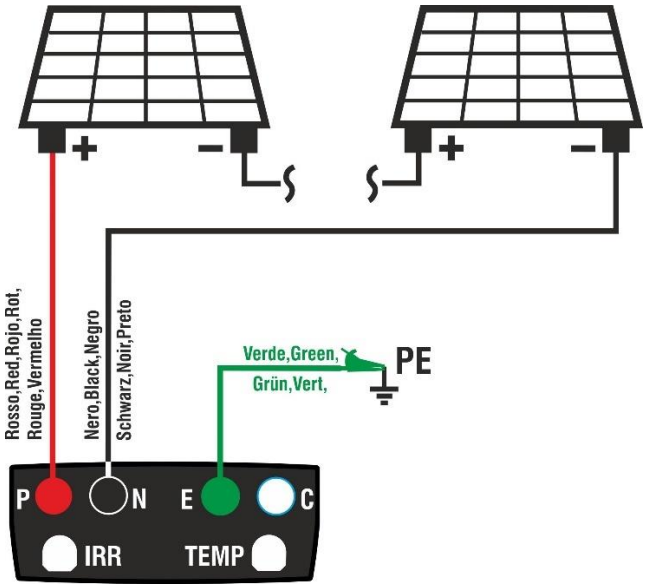

Abb. 4: Verbindung des Instruments in der Funktion DMM
2. Verbinden Sie das Instrument mit dem zu prüfenden PV-String, wie in der Abb. 4 gezeigt.